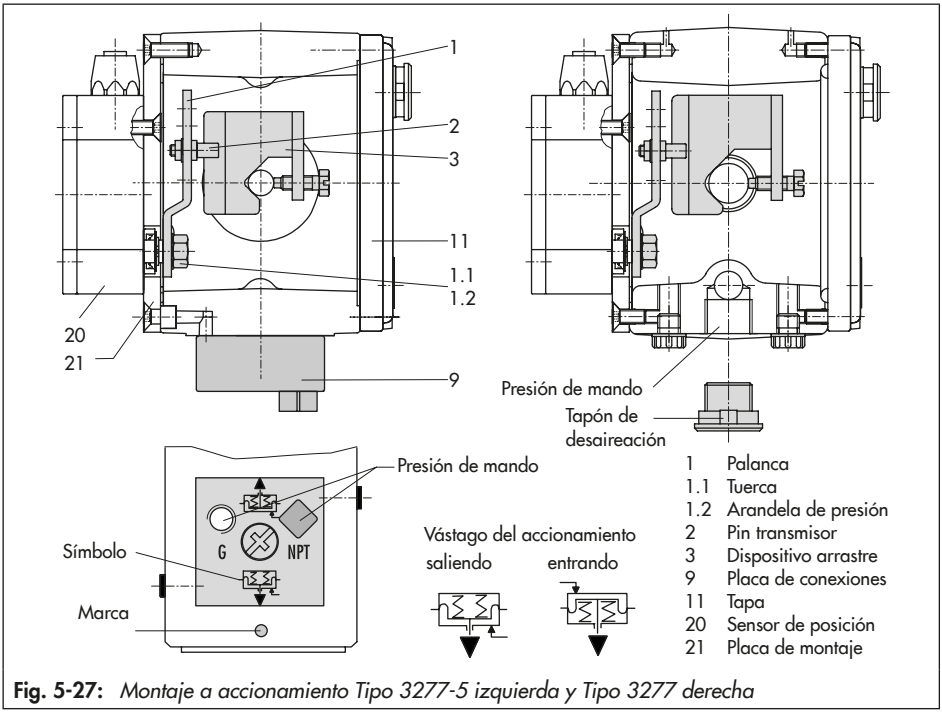

Fig. 5-27: *Montaje a accionamiento Tipo 3277-5 izquierda y Tipo 3277 derecha*
Accionamiento Tipo 3277-5 de 120 cm² (Fig. 5-27)
La presión de mando del posicionador se conduce a la cámara de la membrana del accionamiento a través de la conexión de la presión de mando de la placa de conexiones (9, Fig. 5-27 izq.). Para ello, atornillar primero la placa de conexiones (9) de los accesorios al puente del accionamiento.
– Girar la placa de conexiones (9) de forma que la marca indique el símbolo que corresponda con la posición de seguridad "vástago saliendo" o "vástago entrando (Fig. 5-27 abajo).
– Asegurar que la junta plana de la placa de conexiones (9) quede bien colocada.